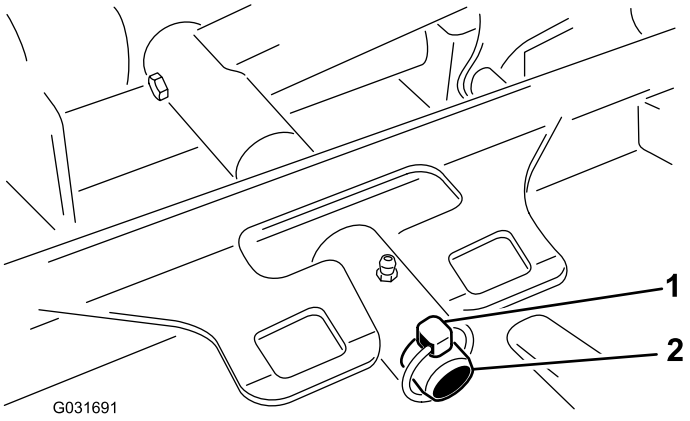

Figur 62
3. Fjern splittpinnen som fester klippeenhetens bæreramme til løftearmens svingbolt (Figur 62).
3. Træ klippeenhetens bæreramme inn på løftearmens svingbolt og fest den med splittpinnen (Figur 62).